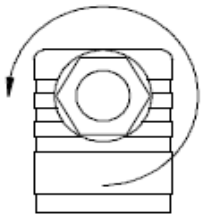

Abb. 7
- Lösen Sie die Kabelverschraubung (Pos. 5) M16x1,5 (Abb. 7).